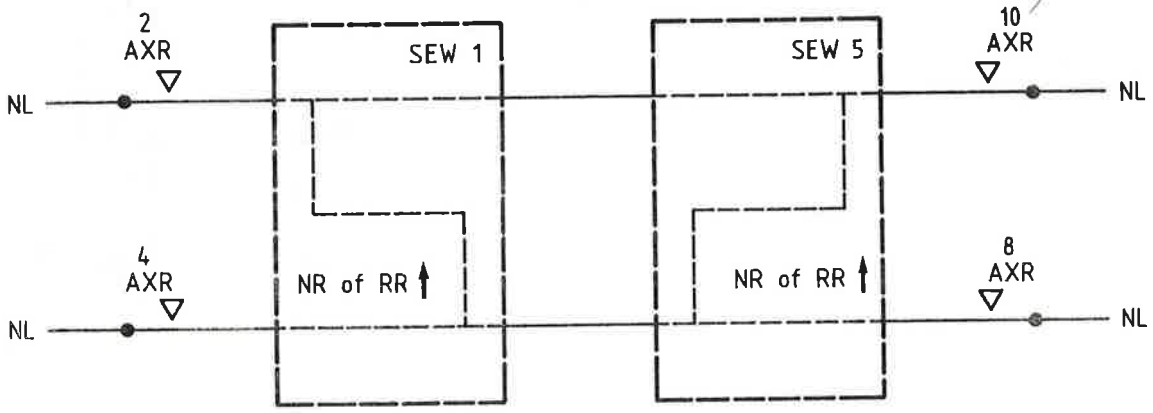

afb. 56
4.2.5 Het 1e voltooiingscircuit: (afb. 56)